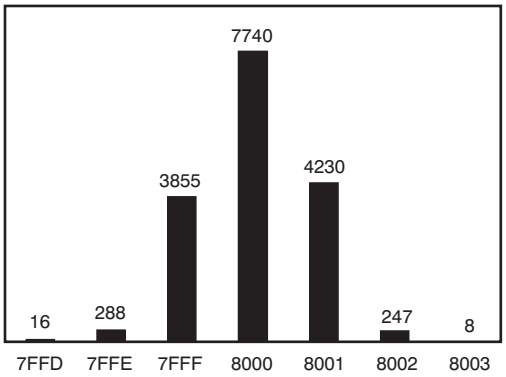

Figure 43. Histogram of 16,384 Conversions with V_{IN} = 0 V in ±10 V Bipolar Range
Using a histogram to plot the output codes, the distribution should appear bell-shaped, with the peak of the bell curve representing the nominal output code for the input voltage value. The ±1σ, ±2σ, and ±3σ distributions represent 68.3%, 95.5%, and 99.7%, respectively, of all codes. Multiplying the transition noise (TN) by 6 yields the ±3σ distribution, or 99.7%, of all codes. Statistically, up to three codes could fall outside the five-code distribution when executing 1000 conversions. The ADS8517 has a TN of 0.8 LSBs, which yields five output codes for a ±3σ distribution. Figure 43 shows 16,384 conversion histogram results.